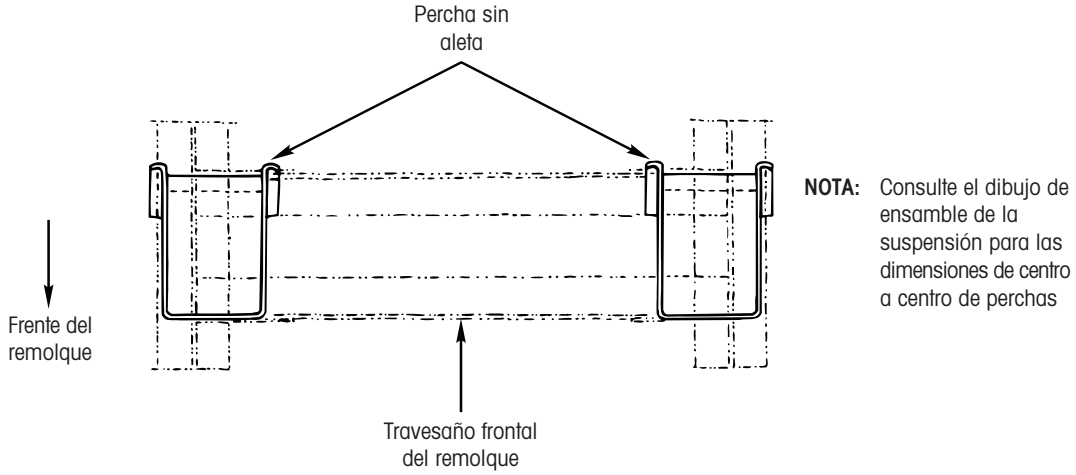

Figura 18. Instalación de percha
1. Levante y coloque las perchas en el chasis y travesaños del remolque como se especifica en el dibujo de ensamble de la suspensión suministrado (Figura 18 y 19).